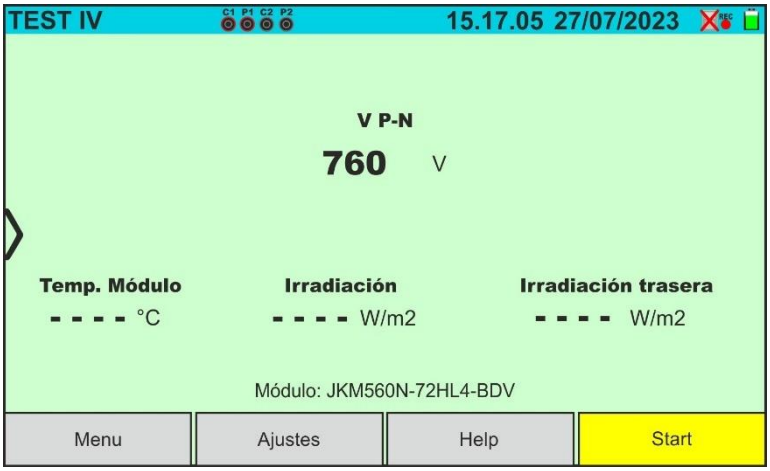

Fig. 52: Prueba IV con SOLAR03 en registro síncrono sobre módulos Bifaciales
11. En caso de módulos **Bifaciales,** la pantalla de Fig. 52 se muestra en el visualizador. Se muestran los siguientes parámetros: